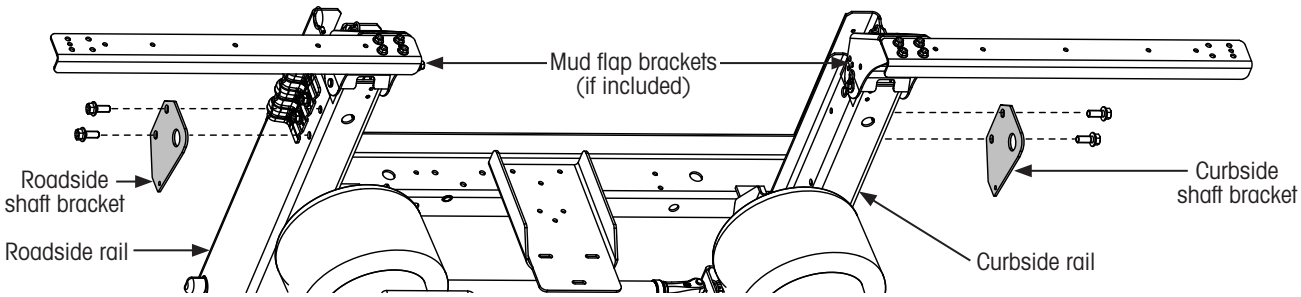

Figure 9: Slider shaft bracket installation
1. **Install** roadside and curbside shaft brackets (Figure 9) using 1/2-inch flange bolts provided with the kit. **Loosely install** bolts to allow brackets to move freely during the next step.